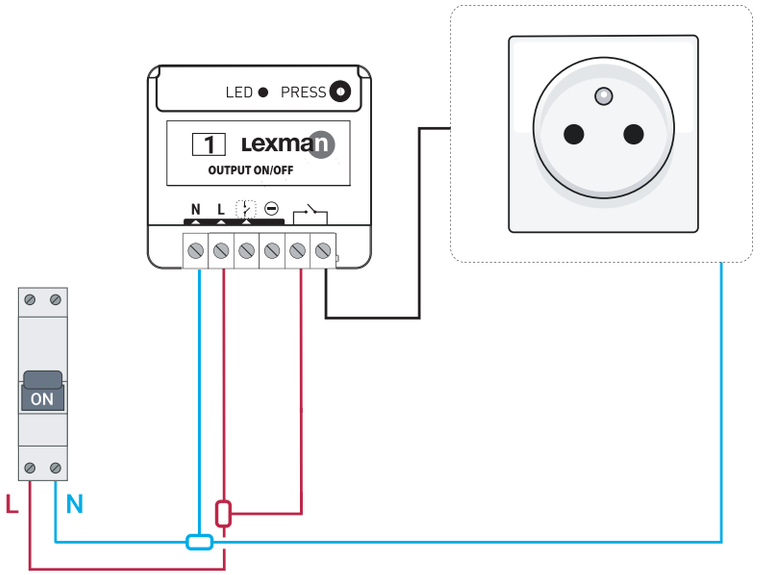

Figura 4
3. Realice el cableado del receptor ON/OFF según el esquema (figura 4).